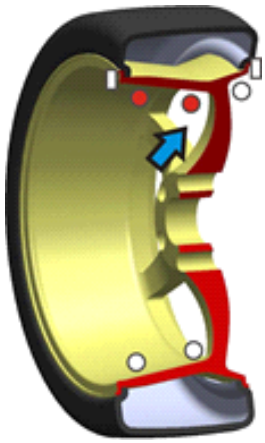

Рис. 6
4.2.5. Медленно вращайте колесо против часовой стрелки. Когда полностью загорятся светодиоды правого индикатора - это будет указывать на корректное угловое положение для установки противовесов с внешней стороны на 12 часов. Закрепите противовес так, как показано на рис.6.